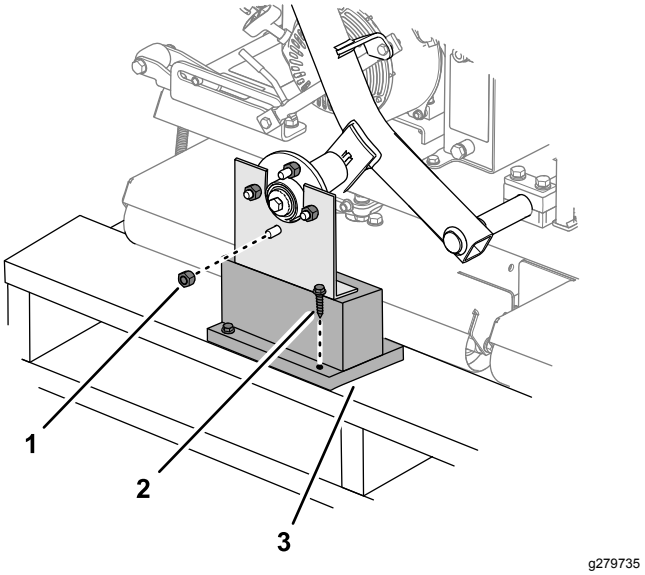

Figura 3
1. Rimuovete i dadi ad alette che fissano i mozzi delle ruote alla staffa di spedizione (Figura 3).
2. Rimuovete l'altro dado a staffa filettato sul perno del mozzo delle ruote (Figura 3).
3. Rimuovete i tirafondi per legno che fissano le staffe di spedizione al pallet, quindi rimuovete la staffa (Figura 3).